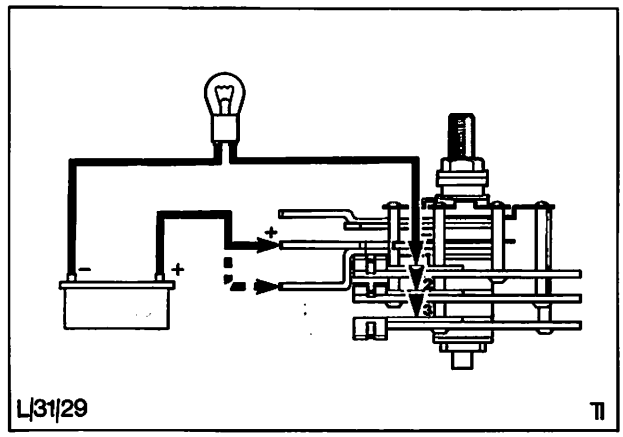

Abb. 49 Diodenträger prüfen (22ACR und 23ACR)
b) Prüfspitzen wechseln, d. h. Plus-Prüfspitzen an eine der großen Klemmen und Minus-Prüfspitzen an jeden Wärmeableiter der Reihe nach anschließen. Leuchtet die Prüflampe auf, ist die Diode fehlerhaft, Abb. 49.